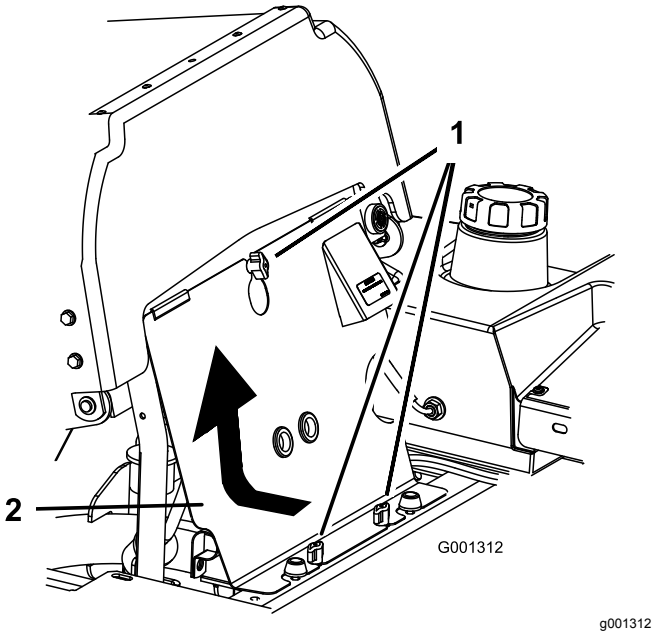

**Figuur 67**
1. Kantel de stoel naar voren en verwijder het frontpaneel van de motor (Figuur 67).